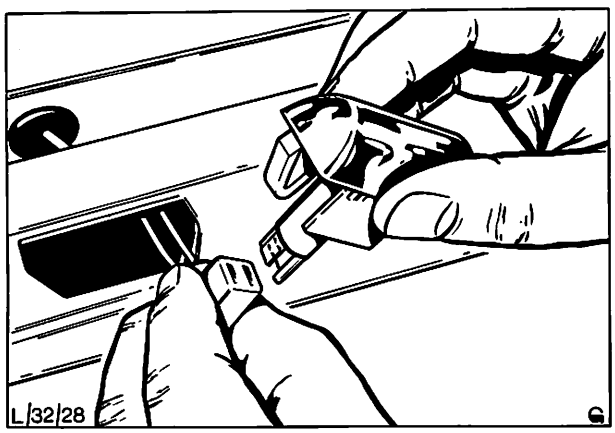

Abb. 42 Mehrfachstecker abziehen
3. Mehrfachstecker von der Rückseite der Leuchte abziehen, Abb. 42.